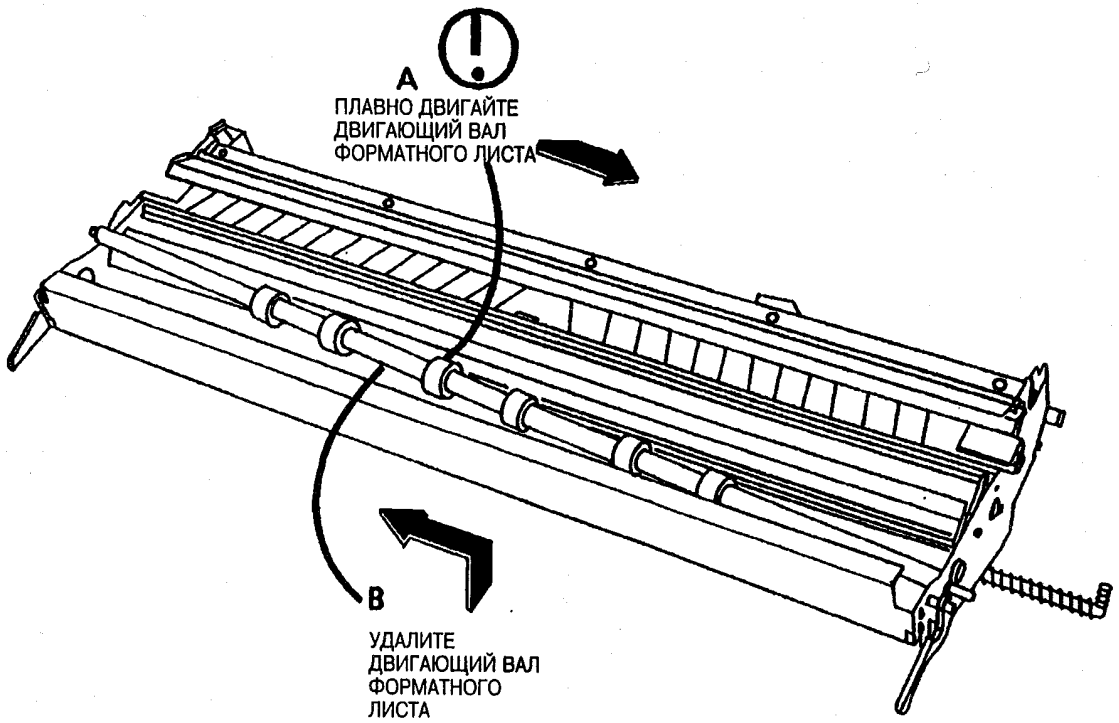

Рис. 4. Удалите двигающий вал форматного листа
9. (Рис. 4): Удалите двигающий вал форматного листа.